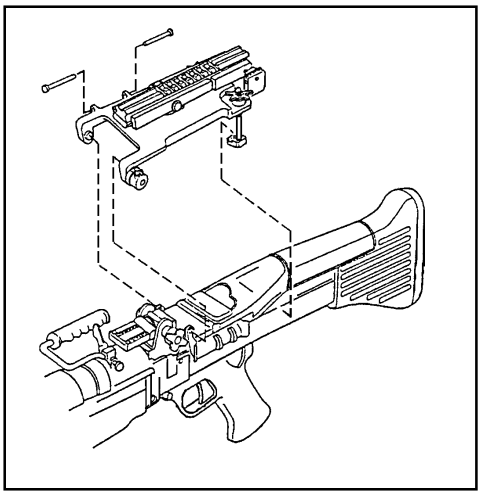

Figure G-29. Mounting the MWTS on the M60.
(1) *Mounting Procedures*. Before zeroing and qualifying with the AN/PAS-13, the gunner must mount the sight on the weapon (Figure G-29).